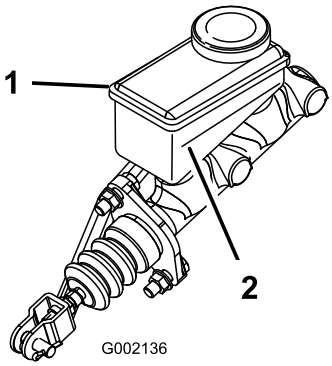

Rysunek 55
5. Spójrz na oznaczenia poziomu płynu z boku zbiornika (Rysunek 55).
B. Wlewaj płyn hamulcowy DOT 3 do zbiornika, aż poziom płynu znajdzie się powyżej linii poziomu minimalnego (Rysunek 55).